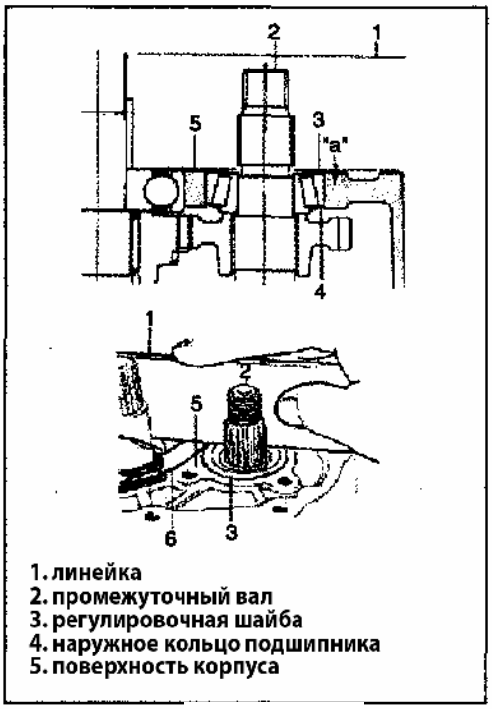

Рис. 405
2) Измерьте зазор между корпусом и поверхностью левого подшипника при помощи измерительного инструмента (Рис. 405), при помощи регулировочных шайб доведите зазор "а" до 0.08-0.12 мм. Толщина регулировочных шайб следующая: 0.40, 0. 45, 0.50, 0.55, 0.60, 0.65, 0.7, 0.75,0.8, 0.85, 0.9, 0.95, 1.0, 1.05, 1.1,1.15 мм.